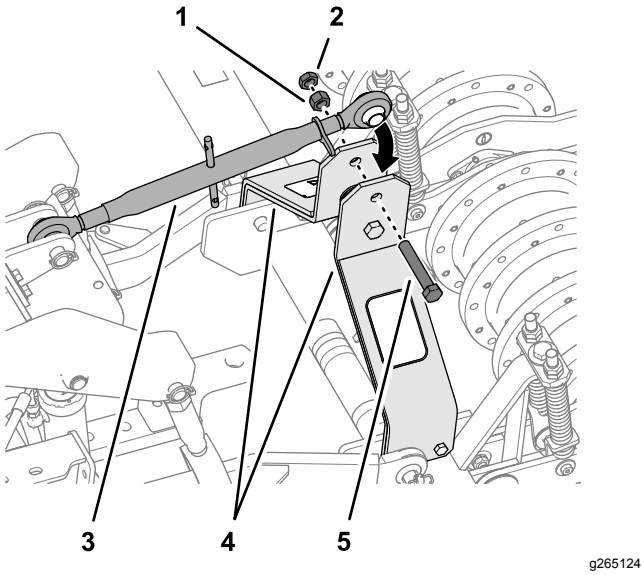

Figuur 18
6. Monteer het andere uiteinde van de bovenste verbindingsarm van de 3-punts trekhaak op de hefarmen van de beluchter (Figuur 18); gebruik hierbij de bout (¾" x 4"), moer (¾") en contramoer (¾").